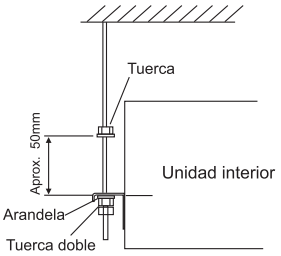

Fig. 3.5 Pernos de suspensión y tuerca
(1) Tenga en cuenta la dirección de la tubería, el cableado y el mantenimiento y elija la dirección y ubicación adecuadas para la instalación.
(2) Instale los pernos de suspensión como se muestra en la Fig. 3.5 a continuación.
(1) Cómo fijar los pernos de suspensión y las tuercas. Como se muestra en la Fig. 3.5, las tuercas están fijadas en cuatro pernos.